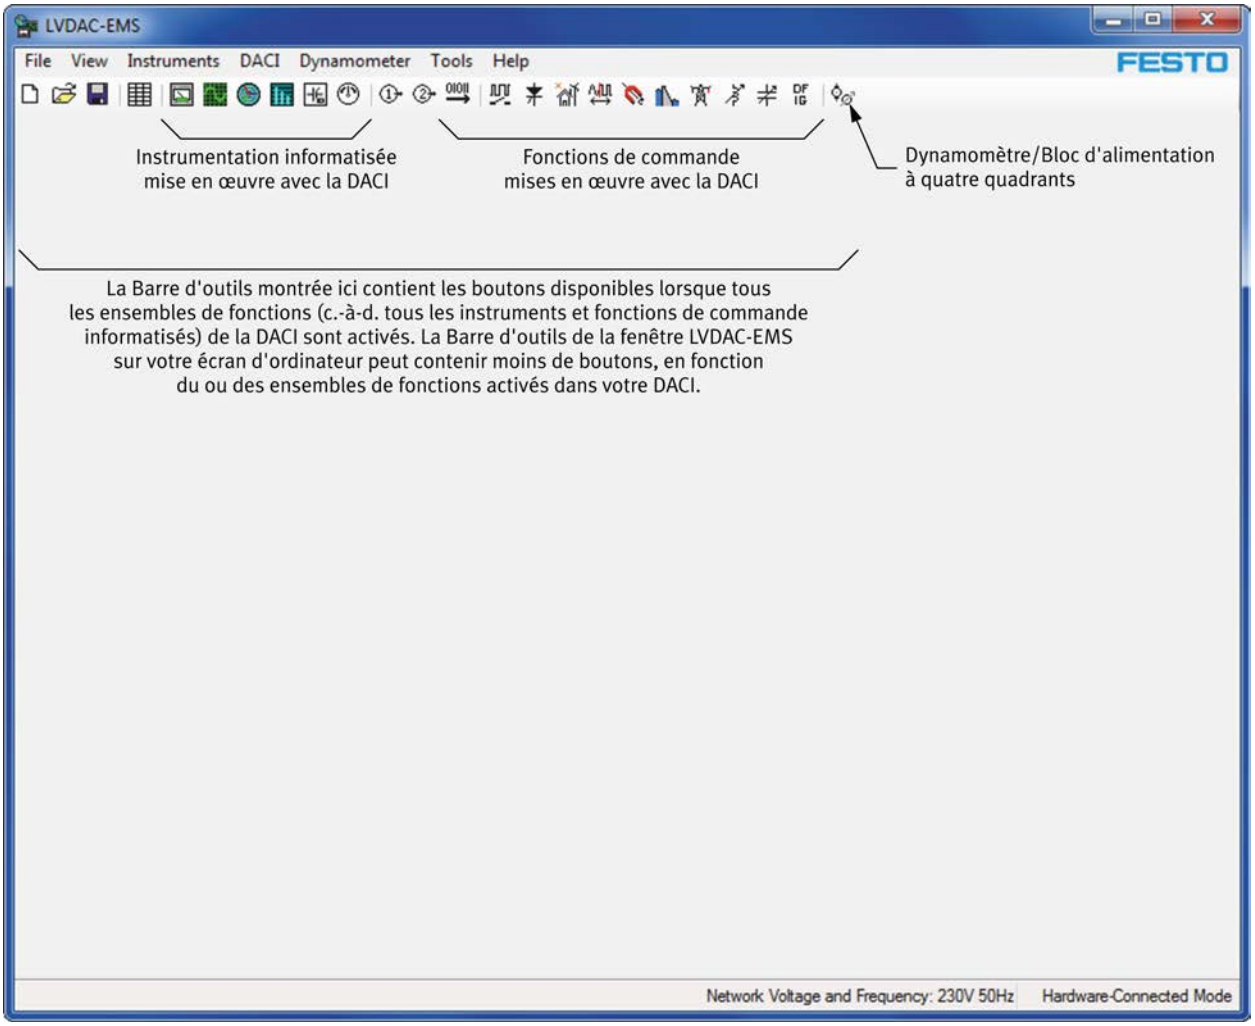

Figure 5 : Fenêtre principale du logiciel LVDAC-EMS.
13. Dans la fenêtre Démarrage de LVDAC-EMS, sélectionnez la tension et la fréquence du réseau qui correspondent à la tension et la fréquence de votre réseau local d'alimentation ca, puis cliquez sur le bouton OK. Cela ferme la fenêtre Démarrage de LVDAC-EMS et fait apparaître la fenêtre principale de LVDAC-EMS (voir la figure 5).